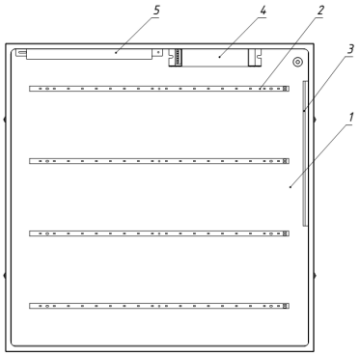

Рисунок 1 — Конструкция автономного аварийного светильника Geniled.
3.4. Светильник Geniled Грильято состоит из основных частей (см. рисунок 1):